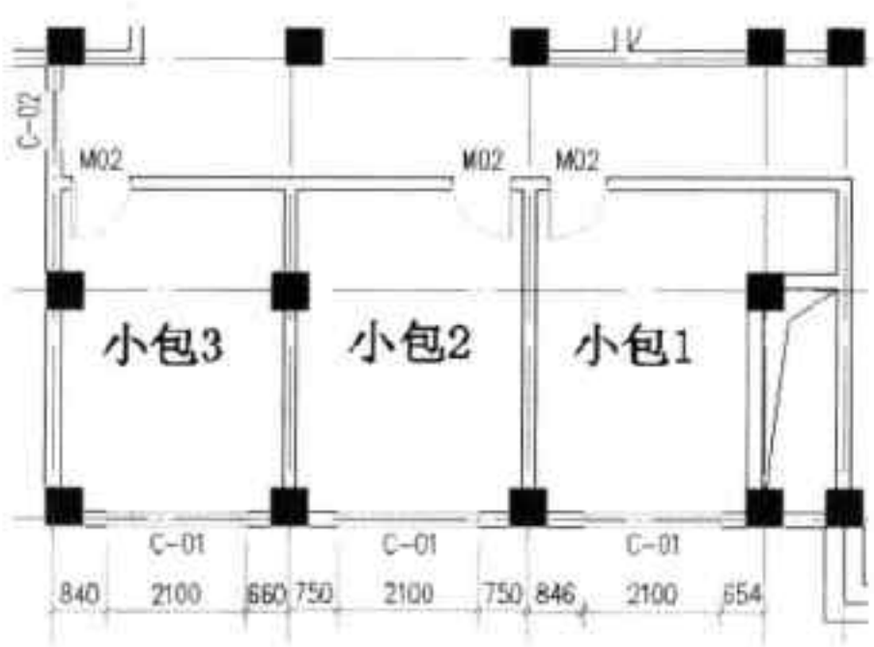

图17-112 标注其他窗户
Step15 按回车键，对其他窗户图形进行标注，如图 17-112 所示。